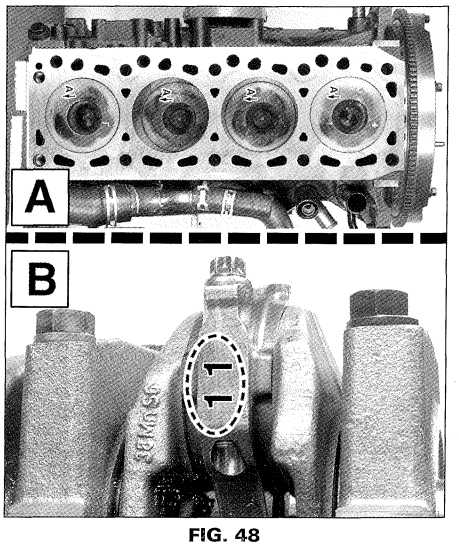

FIG. 48
• Colocar cada conjunto biela y pistón en el bloque motor orientando las flechas grabadas (A) en los pistones hacia la distribución (n°1 lado distribución) y alineando las marcas (B) de clase o de emparejamiento de la biela con la tapa **(fig. 48).** Apretar las tapas de biela con tornillos nuevos al par prescrito.